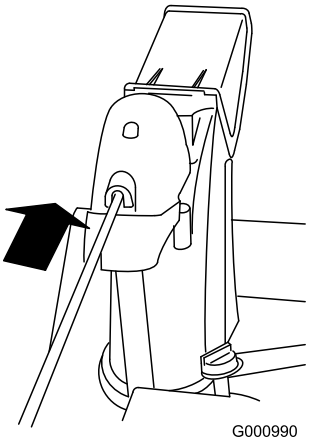

Rysunek 15
4. Umieść przedni koniec drążka w otworze w tylnej części osłony przekładni tunelu wyrzutowego, aż wsunie się do przekładni (Rysunek 15).